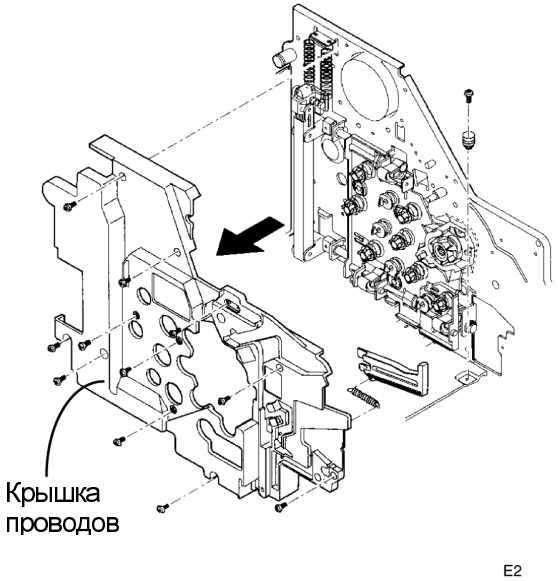

Рисунок 2. Снятие крышки привода
3. (Рисунок 2): Снимите крышку привода.